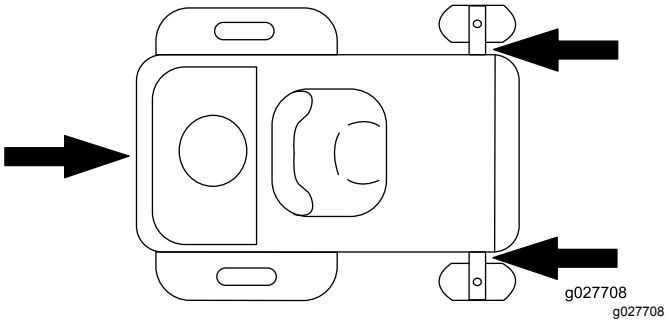

Figur 40
6. Bind fast maskinen nära de främre svänghjulen och den bakre stötdämparen med remmar, kedjor, kablar eller rep (Figur 40). Kontrollera vilka lokala bestämmelser som gäller för transport på släp.